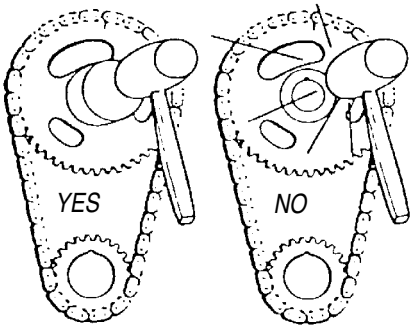

Figure 1 - Use a sleeve to install press-fit sprockets
- ***USE A SLEEVE*** *for installations that require hammering (see Fig. 1). A brass drift punch may be used if you carefully alternate blows on either side of the sprocket to avoid cocking.*